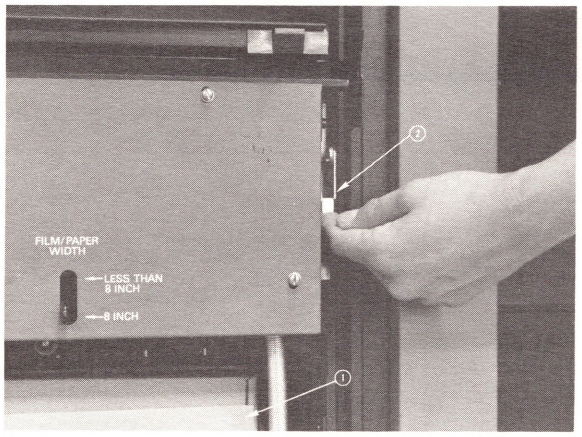

FIG. 3
4. Drop the backing plate by lifting the pivot latch located on each side of the plate (Fig. 3).